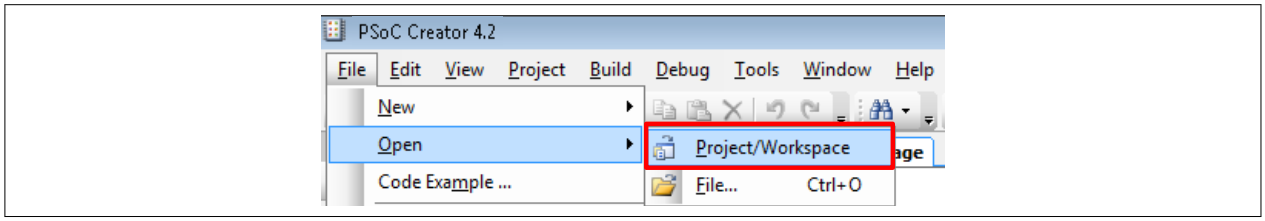

図 15　　既存のサンプル コード ワークスペースを開く
*注:　　サンプル コードを使用している場合は、図 15 のように **File** > **Open** > **Project/Workspace** を選択します。**Open** ウィンドウが表われます。サンプル コード ワークスペースの場所を指して、ワークスペースを開きます。*